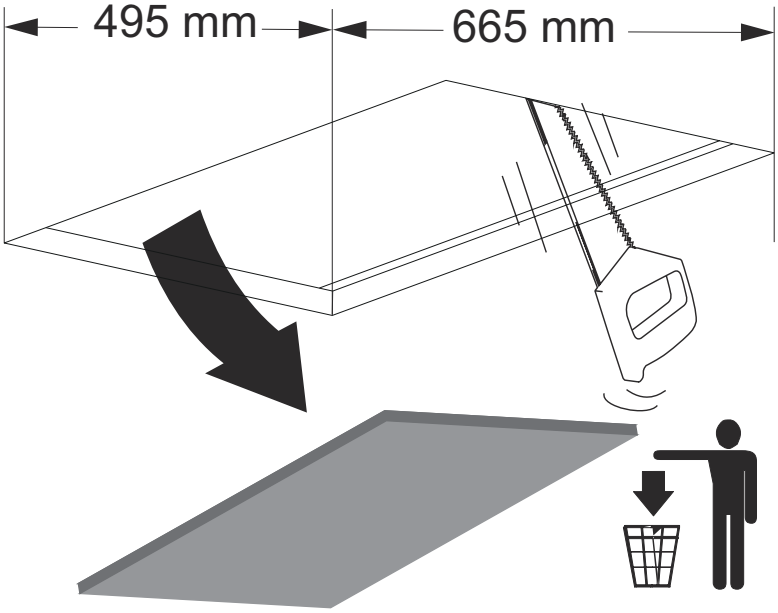

Fig. 7
1. Loftet eller materialet emhætten monteres i skal skæres med oplyste mål (Fig. 7).